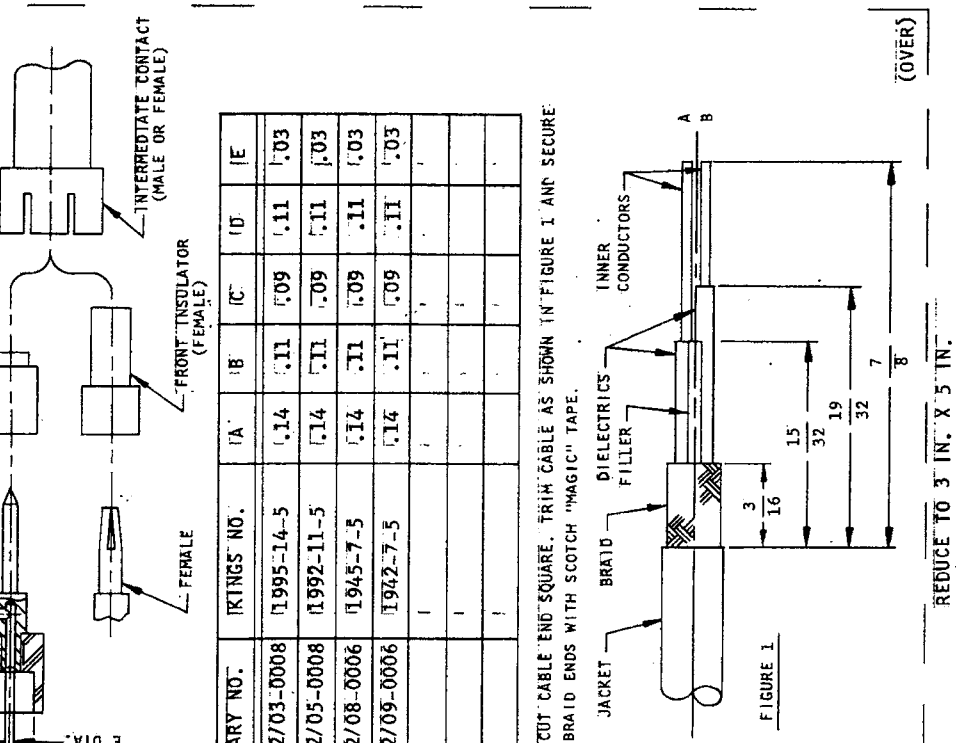

FIGURE 1
1. CUT CABLE END SQUARE. TRIM CABLE AS SHOWN IN FIGURE 1 AND SECURE BRAID ENDS WITH SCOTCH "MAGIC" TAPE.